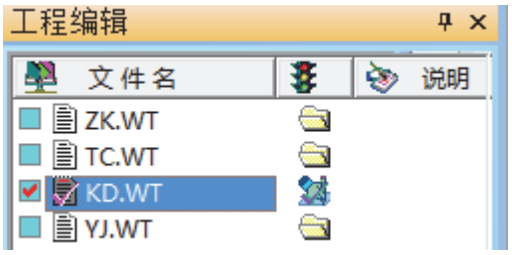

图 4-19
1. 在 DGSS 主界面左侧的“工程编辑”栏里，鼠标点击“KD.WT”文件名最左侧的方框，使当前编辑点图层为“KD.WT”（见图 4-19）；